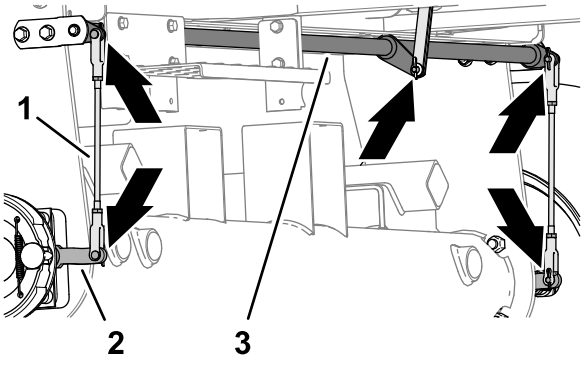

Rysunek 72
1. Sprawdź zespoły lewego i prawego cięgna hamulca (Rysunek 72) pod kątem uszkodzeń i zużycia.
2. Sprawdź trzpień obrotu szczęk hamulca (Rysunek 72) pod kątem uszkodzeń i zużycia.